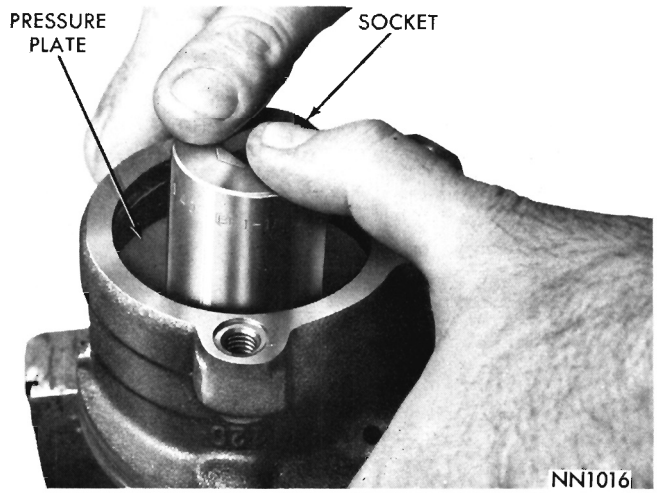
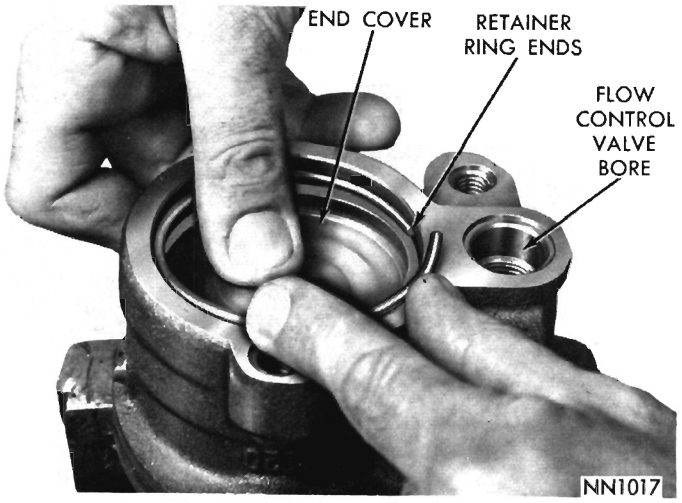

Fig. 18—Seating Pressure Plate
Fig. 19—Installing End Cover Plate and Retainer Ring
(10) Position pressure plate on dowel pins. Place a 1-1/4 inch socket in groove of pressure plate and seat entire assembly on "O" ring in pump cavity by pressing down on pressure plate with both thumbs (Fig. 18).
(11) Place spring in groove in pressure plate and position end cover lip edge UP over spring.
(12) Press end cover down below retaining ring groove with thumb and install ring making sure it is seated in groove (Fig. 19).
valve bore. This is important for maximum retention of the retainer ring (Fig. 19).